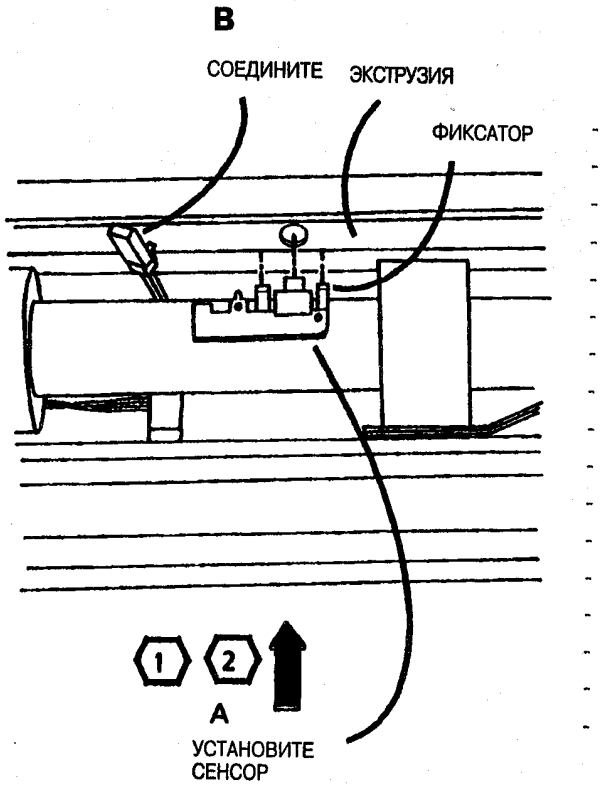

Рис. 3. Заново установите сенсор освещения
1. (Рис. 3): Заново установите сенсор освещения.